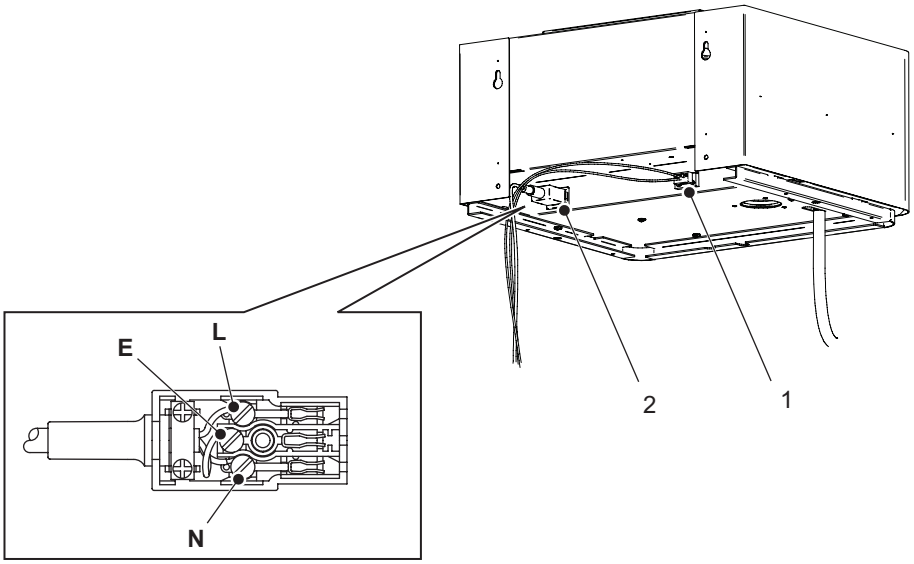

Figure 17 : Connexions électriques de l'unité de ventilation
a. Raccorder les câbles fournis par le client au connecteur de l'alimentation et au connecteur de la boucle de sécurité de l'unité de ventilation (fourni). Vérifier que le fil brun du câble d'alimentation est raccordé au "L" dans le connecteur d'alimentation, le bleu au "N" et le vert/jaune au "E". Consulter la *Figure 17 sur la page 32*.